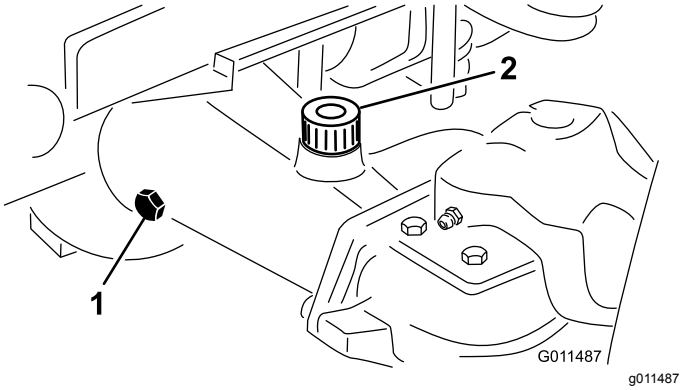

Figur 16
2. Fjern en kontrolprop fra akslens ene ende (Figur 16), og sørg for, at smøreoliestanden når op til bunden af hullet. Hvis oliestanden er lav, fjernes påfyldningsproppen (Figur 16), og der hældes tilstrækkelig olie på, til den når op til bunden af kontrolprophullerne.